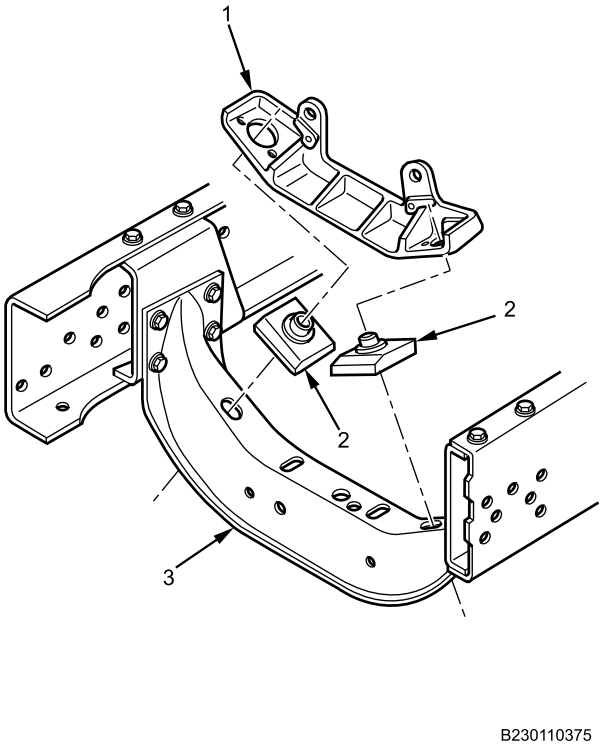

Figure 4. Engine Mount Insulator.
6. Remove two engine mount insulators (Figure 4, Item 2) from between crossmember (Figure 4, Item 3) and front engine mount bracket (Figure 4, Item 1).